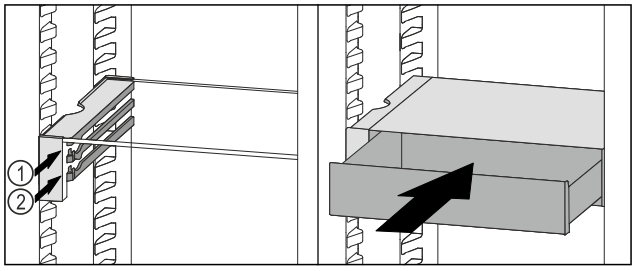

Fig. 146
▶ Placer le tiroir VarioSafe derrière les butées sur la nervure désirée *Fig. 146 (1)* ou *Fig. 146 (2)*.